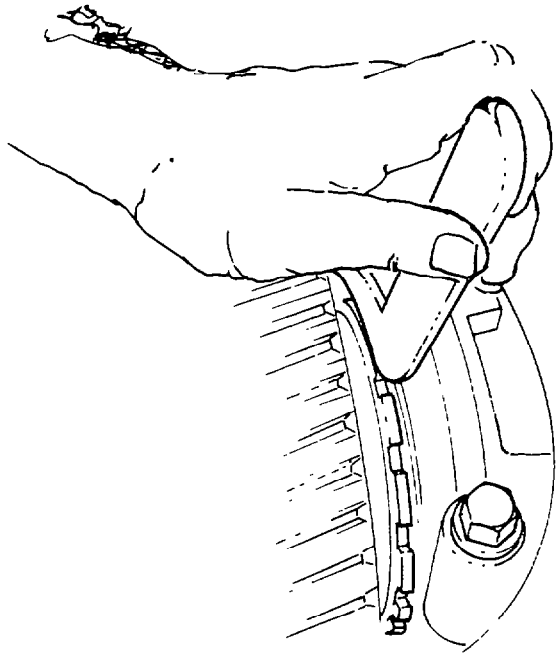

Fig. 292 — Loosening Adjusting Nut
d. Loosen the bearing adjusting nut approximately one turn, using a differential bearing nut adjusting spanner J-26437 (see fig. 292).